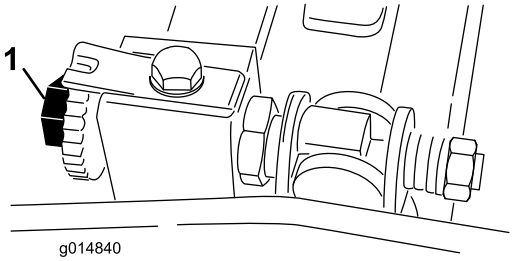

Figur 45
3. Drej knivcylinderen, så skærekniven krydser bundknivens kant mellem det første og det andet bundknivsskruehoved på højre side af klippeenheden (Figur 45).
6. Juster den højre bundtværstangs justeringsskrue, indtil du føler et let tryk (dvs. modstand) på afstandsstykket, når det bevæges fra side til side (Figur 45).